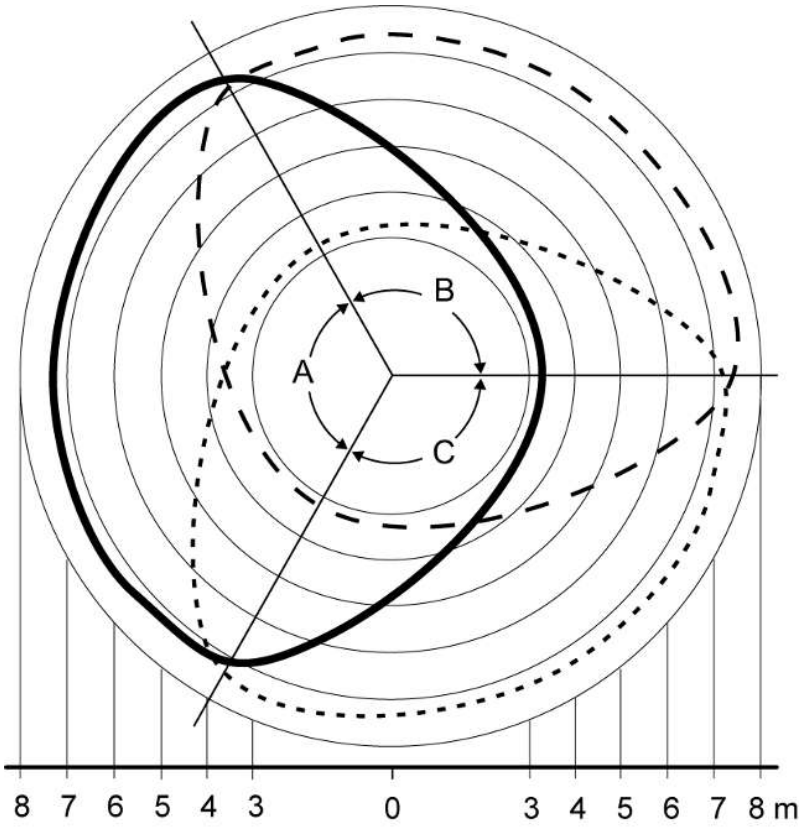
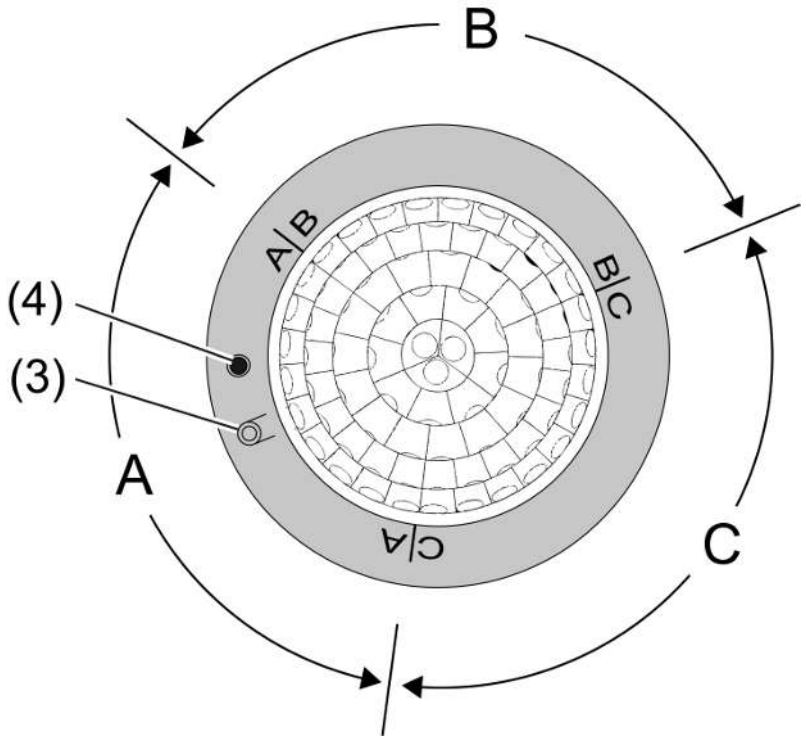

Figure 3: Detection field: areas A, B and C; installation height 2.20 m
Figure 4: Arrangement of the areas A, B and C
The device has three independent sensors for motion detection (see figure 3). The arrangement of areas A, B and C is clearly evident under the decor ring (6) (see figure 4).